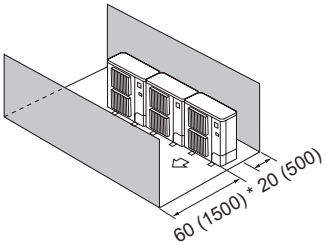

Fig. 2-15
④ Obstáculos en la parte delantera y trasera (Fig. 2-15)